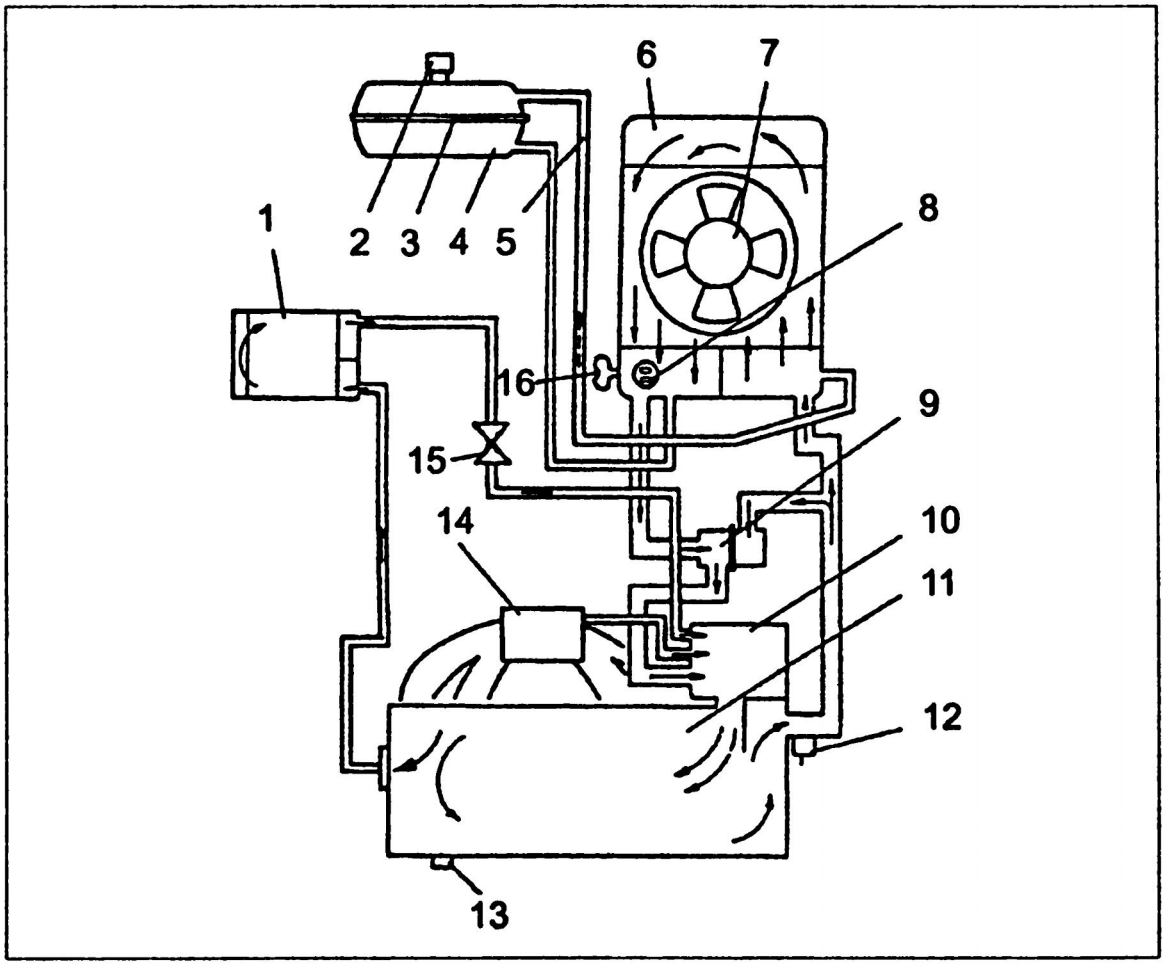

Рис. 19. Принципиальная схема системы охлаждения автомобиля:
- отвернуть пробку 2 (рис. 19) расширительного бачка и поставить под двигатель емкость для сбора жидкости;